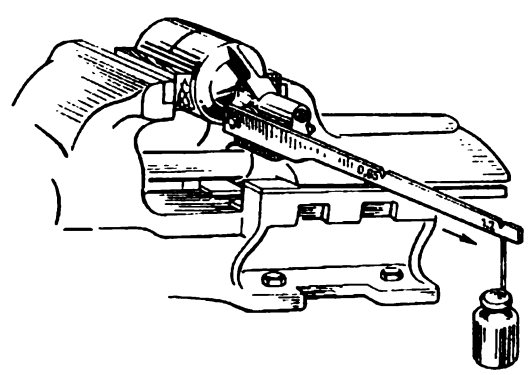

Рис. 206. Регулировка фрикциона стеклоподъемника
1. Укрепите корпус электродвигателя как показано на рис. 206.